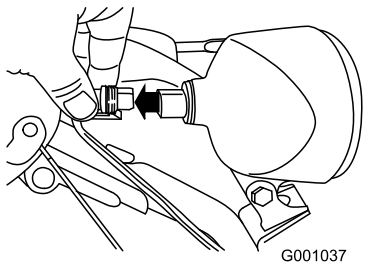

Figur 53
1. Fjern ledningsstikket bag på forlygten (Figur 53).